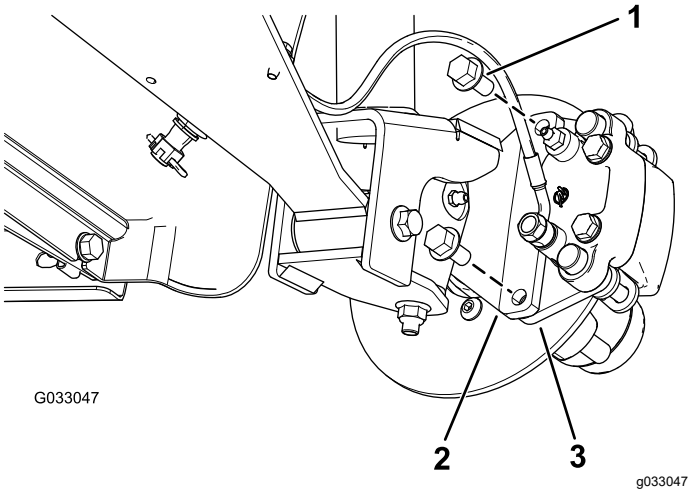
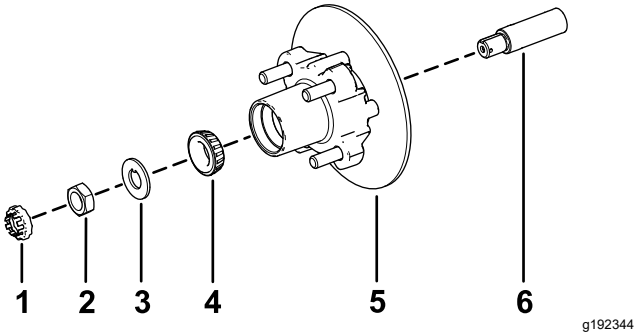

Figura 30
Figura 34
3. Retire os parafusos de cabeça flangeada (⅜ x ¾ pol.) que prendem o suporte para o conjunto dos travões ao eixo e afaste o travão do eixo (Figura 30).
1. Aplique uma leve camada do lubrificante especificado no eixo (Figura 34).
2. Monte o cubo e o rotor no eixo com o rotor interior (Figura 34).
3. Monte o rolamento exterior no eixo e coloque o rolamento na correia exterior (Figura 34).
4. Monte a anilha com patilha no eixo (Figura 34).
5. Enrosque a porca do eixo no eixo e aperte a porca com 15 N·m, enquanto roda o cubo para assentar o rolamento (Figura 34).
2. Alinhe as pastilhas dos travões com cada lado do rotor (Figura 30) e os orifícios no suporte da pinça com os orifícios na montagem dos travões da estrutura do eixo (Figura 34).
3. Prenda o suporte da pinça à estrutura do eixo (Figura 30) utilizando os dois parafusos de cabeça flangeada (⅜ x ¾ pol.)